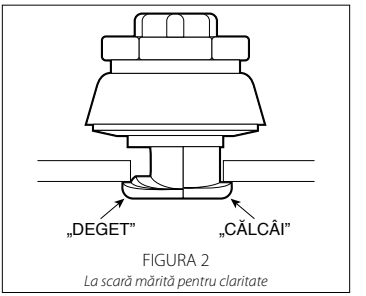

FIGURA 2
5. POZIȚIONAREA MODELULUI 923 SAU 924: mutați modelul 923 sau 924 astfel încât să poziționați „călcâiul" în țeavă. **NOTĂ:** călcâiul trebuie să fie poziționat astfel cum este prezentat în Figura 2 de mai sus, pentru a asigura eficiența corespunzătoare în condiții de funcționare.